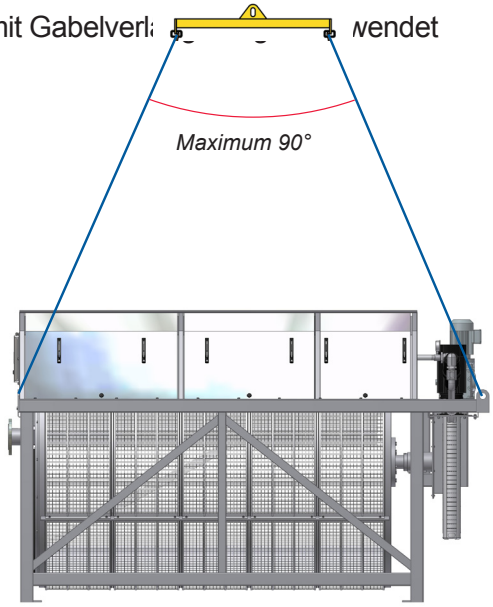

Abbildung 3.3 Befestigungspunkte für Hebegurte an Filtern ohne Tank (Typ 2 und 3)
- Ausgepackte Filter ohne Tank (Typ 2 und 3) können mit einem Kran oder Brückenkran und Hebegurten angehoben werden. Die Gurte sind zu platzieren, wie in *Abbildung 3.3* gezeigt.